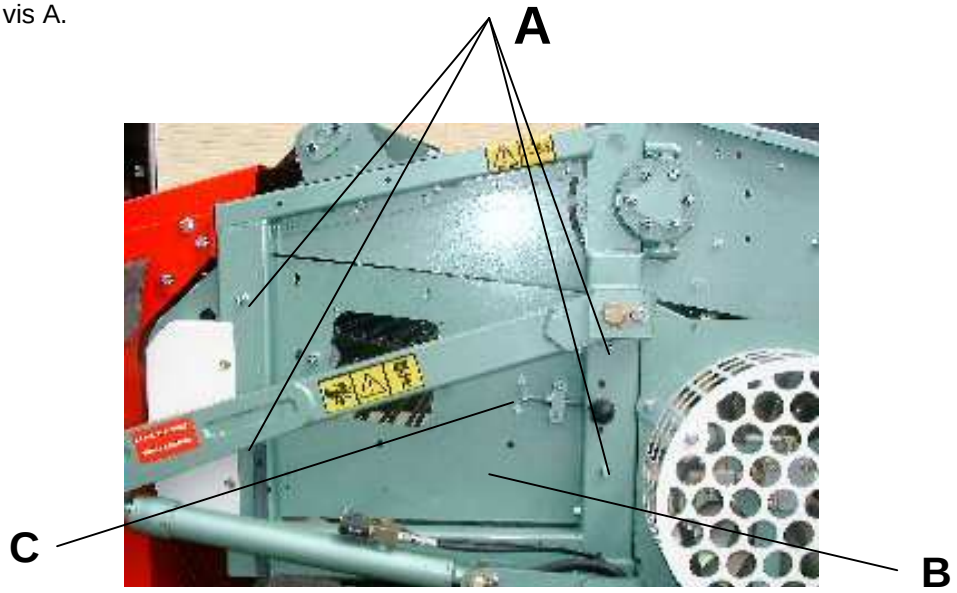

Figure 32
-Desserrez les vis repérées A sur la figure 32. Faites reculer la tôle B en vissant la vis repère C sur la figure 35. Cette tôle supporte les pignons d'entraînement du tapis de triage arrière.